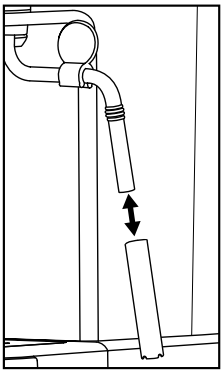

Figura 1
1) Așezați un recipient gol sub dispozitivul de spumare a laptelui ⑩.
2) Rotiți butonul pentru reglarea aburului ❼ direct după utilizare pe „♨/💧" și lăsați să se emane abur timp de câteva secunde.
3) Rotiți butonul pentru reglarea aburului ❼ pentru a-l închide (rotiți-l până la limită, în direcția „●"), opriți aparatul și scoateți ștecărul din priză.
5) Scoateți învelișul dispozitivului de spumare a laptelui ⑩ (figura 1) și curățați-l cu atenție în apă caldă.
7) Împingeți la loc învelișul pe duză (figura 1).